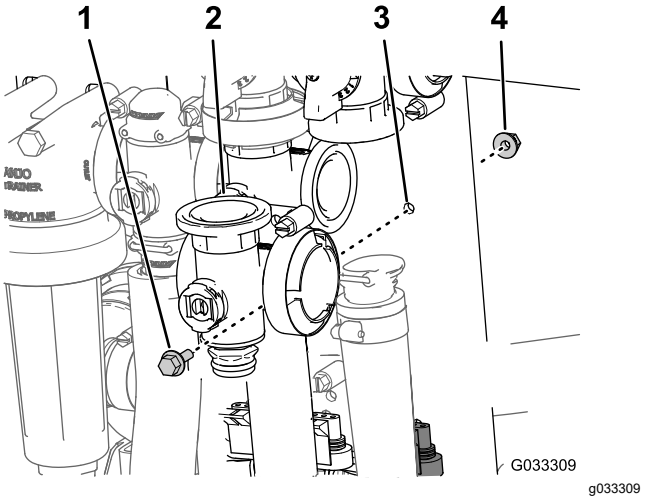

Figure 73
3. Retirez le boulon à embase et le contre-écrou à embase qui fixent la vanne principale sur le support, puis déposez le collecteur de la machine (Figure 73).